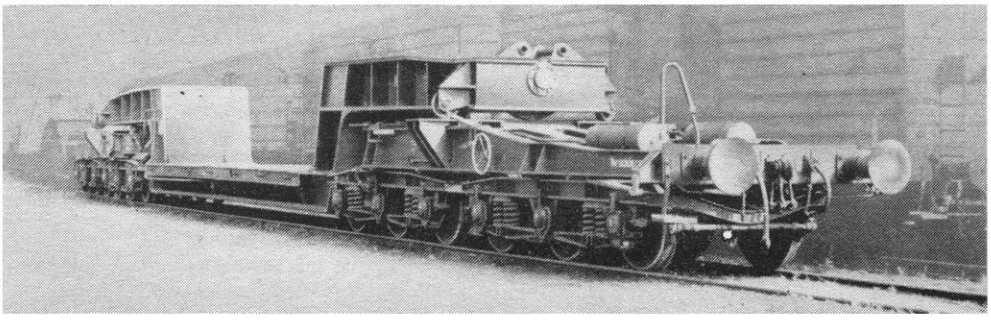

Bild 1 Gesamtansicht des 12achsigen Schwerlastwagens
1. Schwerlastwagen mit 9 m Tiefladelänge (Bild 1)